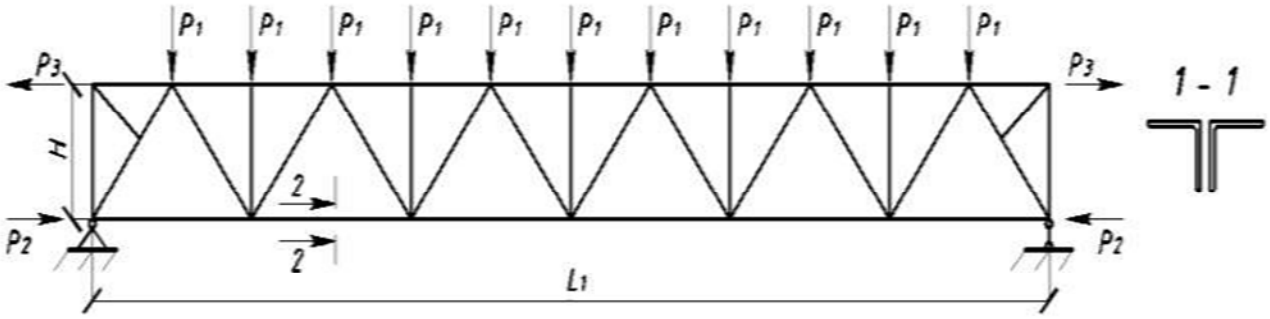

Рисунок 2.1 - Расчетная схема к практической работе №2
- создать геометрию плоской стропильной фермы (рис.2.1) используя прототип SCAD;